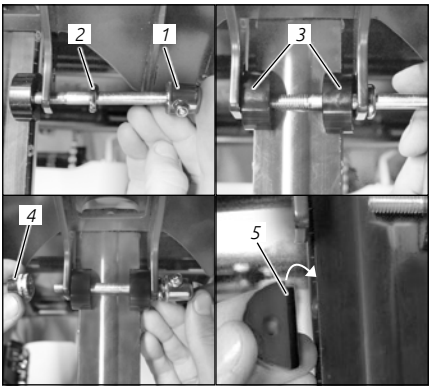

Fig. :9
2. Réinsérez le dispositif de serrage rapide en veillant au positionnement correct des différents composants de fixation *(voir « Fig. :9 »)* et assurez-vous que le bord du coulisseau *(« Fig. :9 (5) »)* est positionné correctement sur le rail.